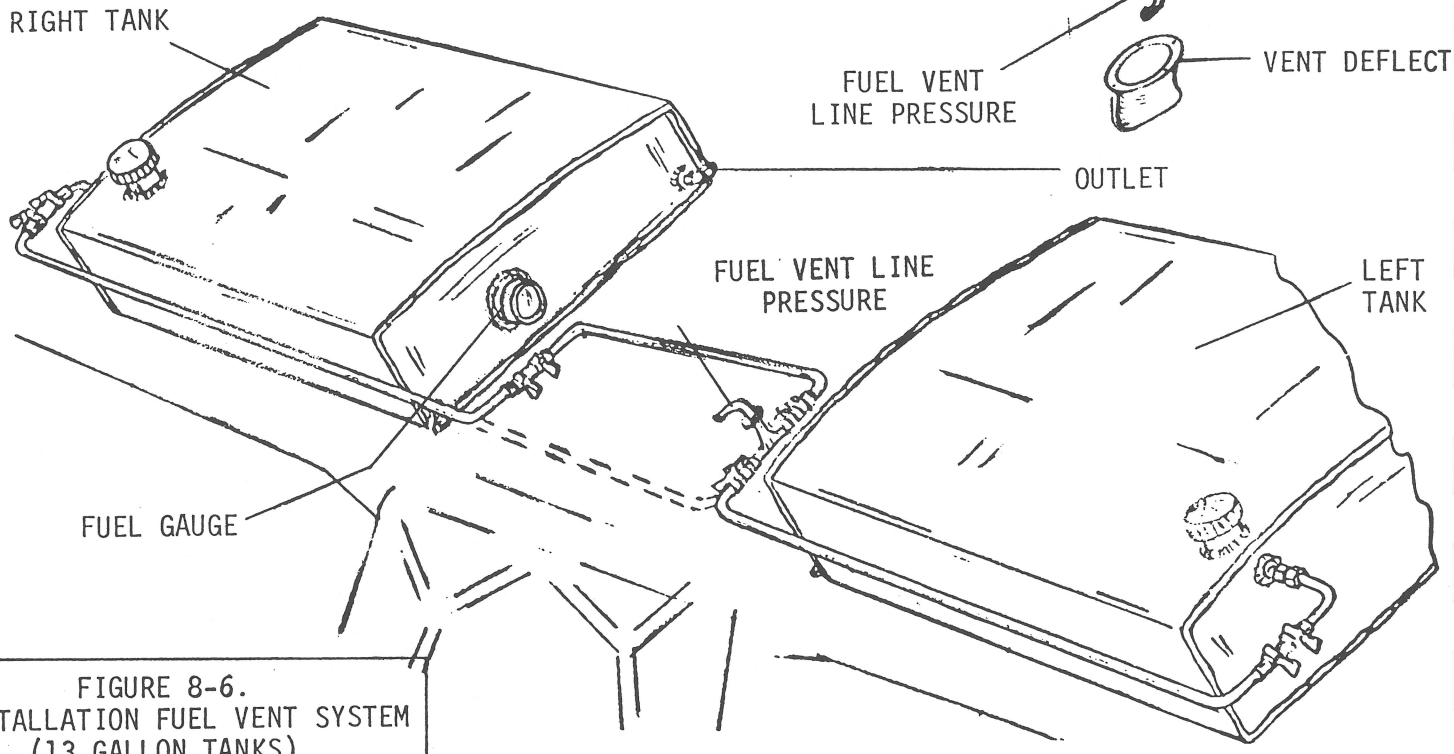

FIGURE 8-6.
b. On 13 gallon wing tank,(See Figure 8-6) the fuel vent system consists of inter-connected lines between tanks. Ram air pressure is obtained from vent above top left wing root fairing. Maintenance of the system is unnecessary except to check for leaks and plugged lines.